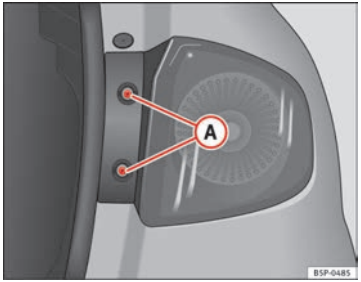

Abb. 196 Standlicht / Bremslicht
– Drehen Sie die Schrauben ⇒ Abb. 196 (A) heraus.